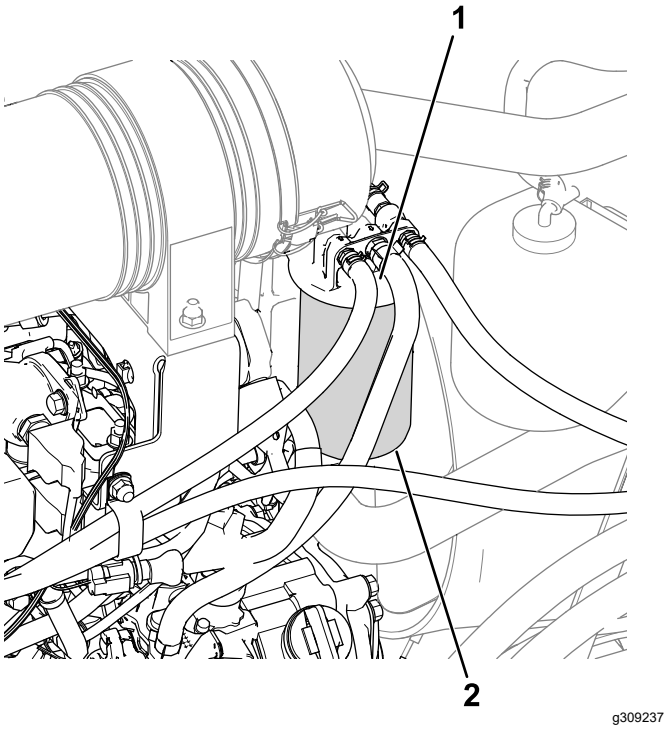

**Bild 56**
1. Reinigen Sie den Bereich um den Kraftstofffilterkopf (Bild 56).
2. Entfernen Sie den Filter und reinigen die Kontaktfläche (Bild 56).